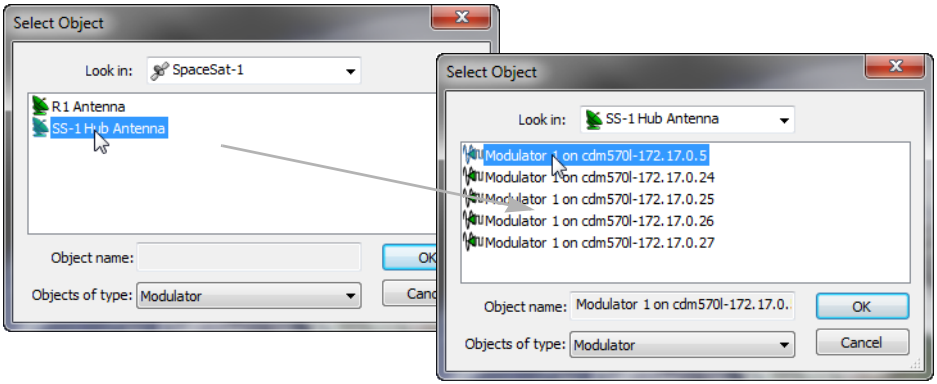

Figure 3-72 Select Downlink Modulator
22. In the Select Object window that opens, double-click on the **Antenna** icon for the Hub site to view the associated mods (figure 3-72).